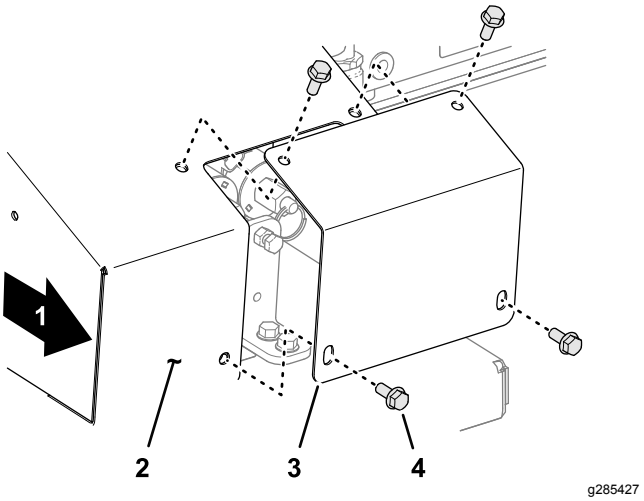

Figur 27
1. Vid maskinens högra sida avlägsnar du de fyra flänshuvudskruvarna som fäster skyddsplåten på säkerhetskåpan (Figur 27).